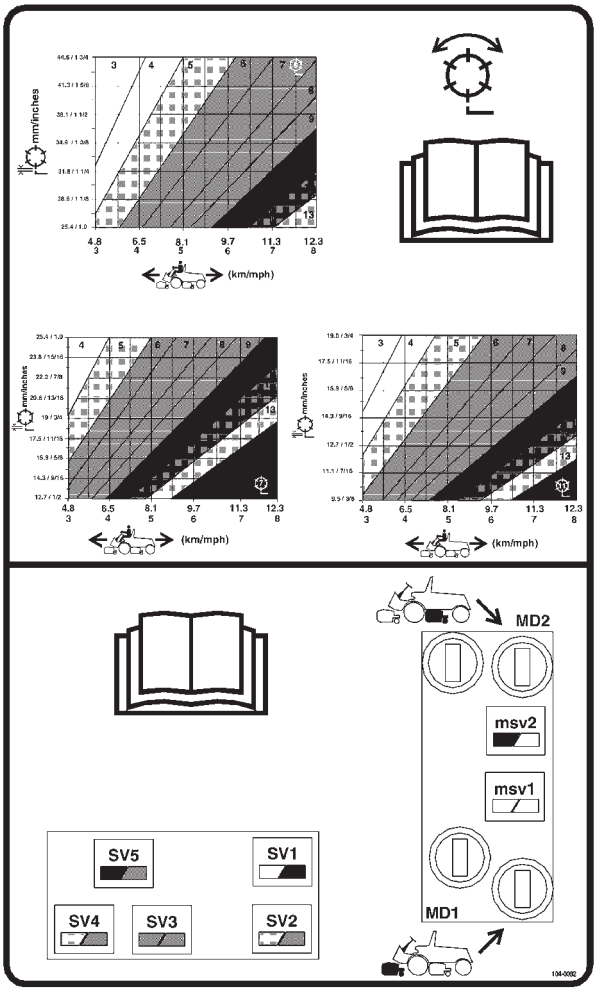

Figura 27
3. Usando el gráfico apropiado (ver figura 27) para unidades de corte de 5, 7 u 11 cuchillas, determine el ajuste correcto para la velocidad de los molinetes.